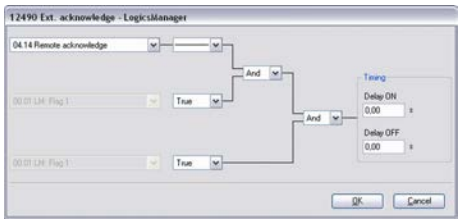

Fig. 181: LogicsManager function "Ext. acknowledge"
3. Configure the LogicsManager function "Ext. acknowledge" as shown in (Fig. 181).